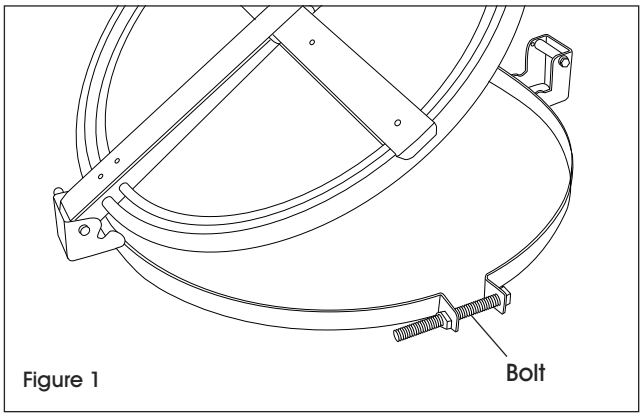

Figure 1
1. Unscrew bolt on side of the drum ring using a 19 mm socket wrench. (See Figure 1)